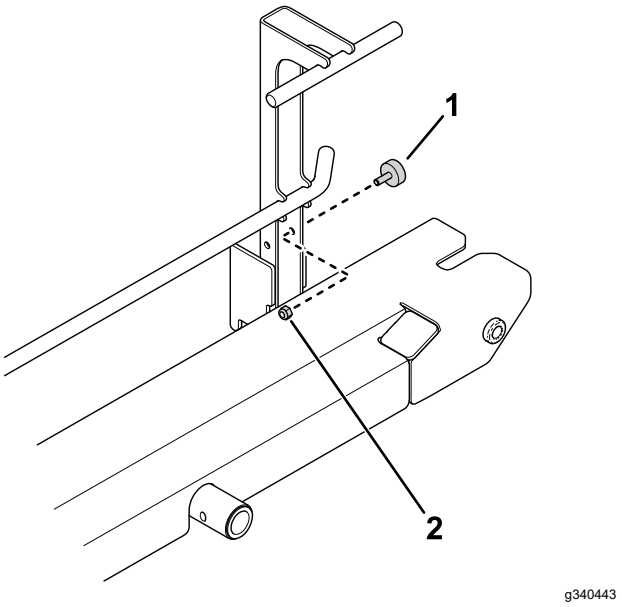

Figur 11
3. Använd en mutter (¼ tum) för att montera en stötfångare på rampenheten (Figur 11).